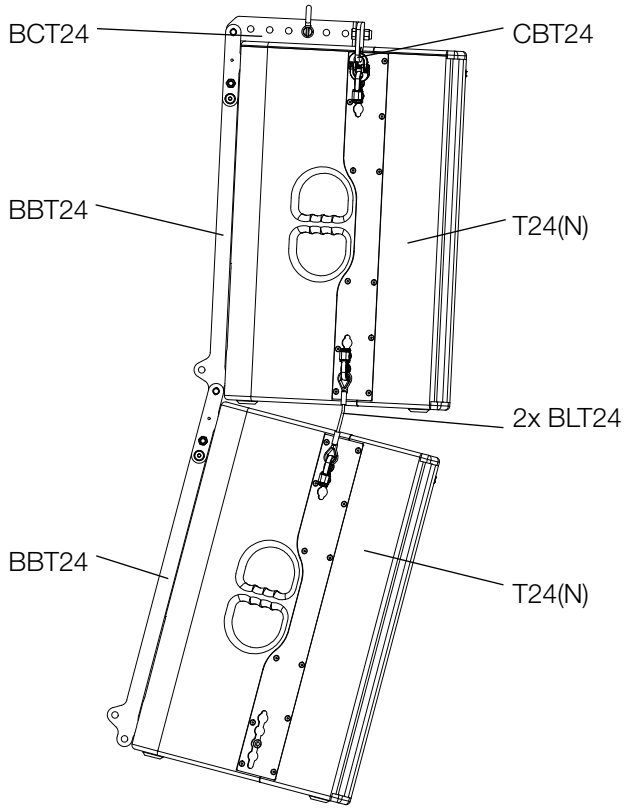

Abbildung 4.7 - Standardvariante
Als Standardvariante hat sich die Variante etabliert in der zwei T24(N) Lautsprecher mit einer CBT24 Aufhängeschiene, zwei BBT24 Tragelementen sowie einem BCT24 Riggingadapter und zwei BLT24 Boxlink-Verbinderseile verwendet werden. (Siehe Abbildung 4.7)